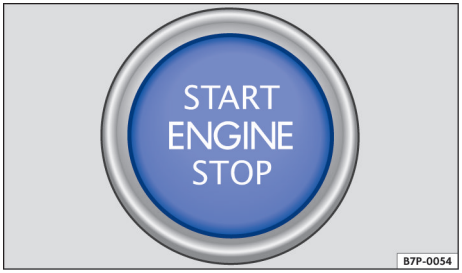

图 105 无钥匙系统 Kessy：中控台下部分中的启动按钮。
– 短促按压启动按钮→ 图 105。如果无法停下发动机，则应执行应急关闭→ 第 110 页。